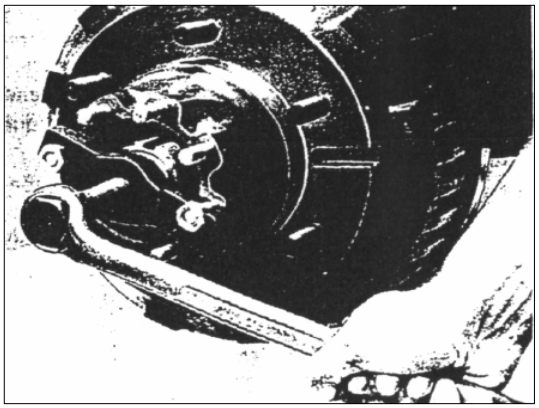

РИС. 312
3) Вытяните ступицу с помощью съемника 312 5890 1733 и упора 2651 5890 3507 (см. рис.312).